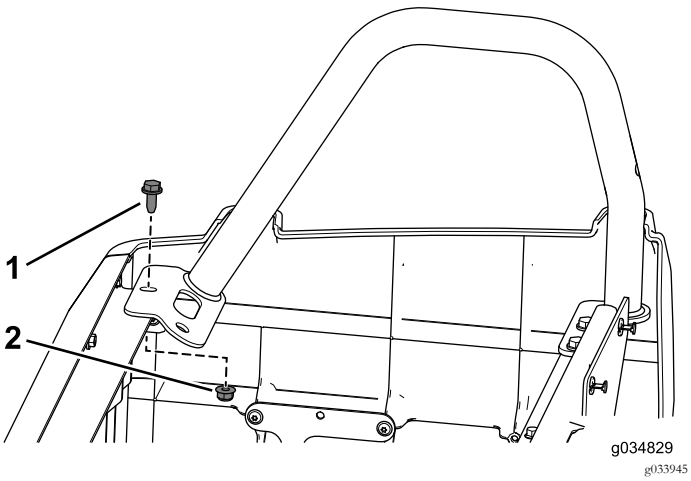

Figure 89
11. Servez-vous du boulon à embase (3/16" x ¾") et de l'écrou à embase retirés précédemment pour fixer le dispositif de retenue du bassin arrière droit à l'ensemble de socle de siège (Figure 89).